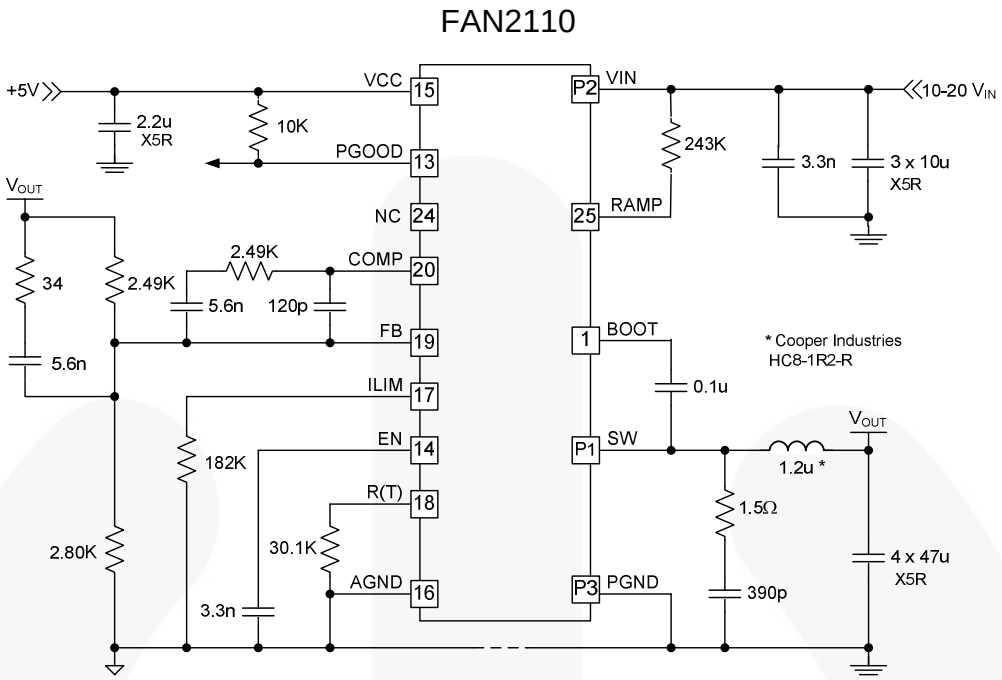

Figure 10. Application Circuit: 1.5V_{OUT}, 10A, 500KHz (10V-20V_{IN})
Typical operating characteristics using the circuit in Figure 10. V_{IN}=12V, V_{CC}=5V, T_A=25°C, unless otherwise specified.
4. Circuit values for this configuration change in Figure 10.
Typical operating characteristics using the circuit in Figure 10. V_{IN}=12V, V_{CC}=5V, T_A=25°C unless otherwise specified.
5. Circuit values for this configuration change in Figure 10.